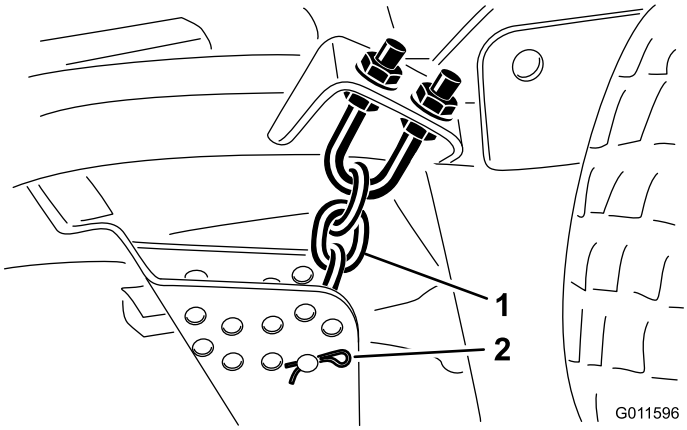

Figuur 19
5. Verwijder de R-pen en de gaffelpen waarmee de maaihoogtekettingen zijn bevestigd aan de achterkant van het maaidek (Figuur 19).